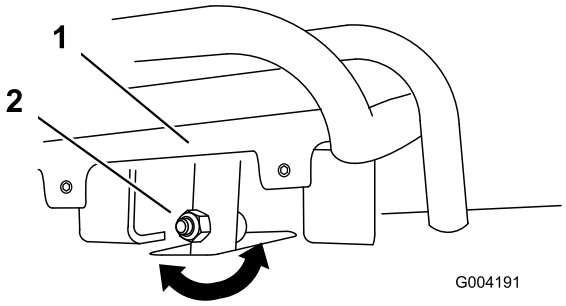
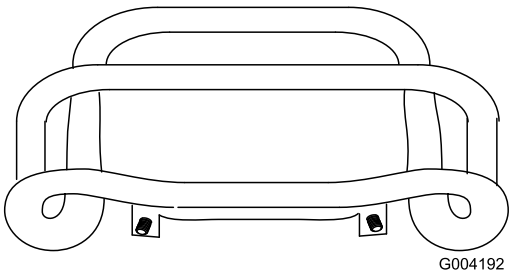

Figuur 54
Figuur 55
4. Als de voorzijde van de tractiebediening niet gelijk en recht tegen de referentiebalk rust, draai dan de flensmoer en bout van de tractiebediening los (Figuur 54).
5. Stel de tractiebediening zo af, dat deze gelijk en recht tegen de referentieballk rust als u de bediening recht naar achteren trekt (Figuur 54 en Figuur 55).